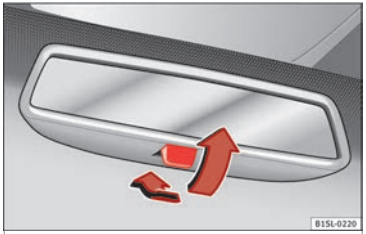

Afb. 146 Handmatig dimmende binnenspiegel.
- Om te dimmen de hendel naar achteren trekken ››› **afb. 146**.